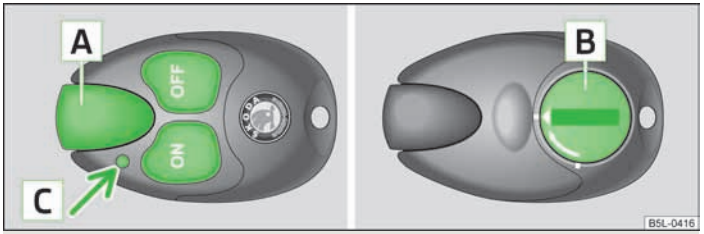

图 94 辅助暖风：无线电遥控器
› 要打开时，按压按钮 (ON) » 图 94。
有效作用距离在电池充足电时达 600 m。要打开或关闭辅助暖风时，垂直握住无线电遥控器，让天线 A » 图 94 朝上。同时不得让手指或手掌挡住天线。无线电遥控器和汽车之间有障碍物、恶劣的天气条件以及电量较低的电池都会明显降低无线电信号的作用距离。
无线电遥控器中的指示灯 C » 图 94 在按压按钮后指示，无线电信号是否已被辅助暖风接收到以及电池是否已充满电。
当无线电遥控器的指示灯指示电池电量低或电量耗尽时 C » 图 94，见第 86 页，必须更换电池。此电池位于无线电遥控器背面的一个盖板 B » 图 94，见第 86 页 下面。